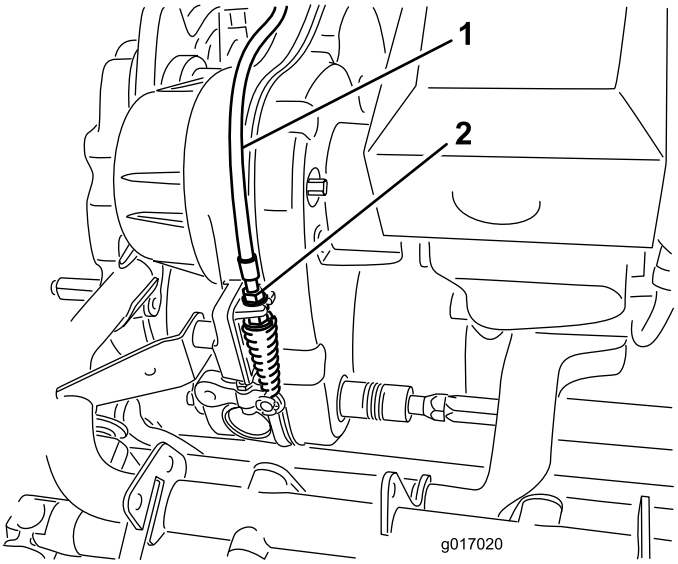

Figuur 47
2. Stel bij het schot van de transmissie de kabel voor de messenkooibediening af (Figuur 47) om een veerlengte van 70,6-72,4 mm te verkrijgen.